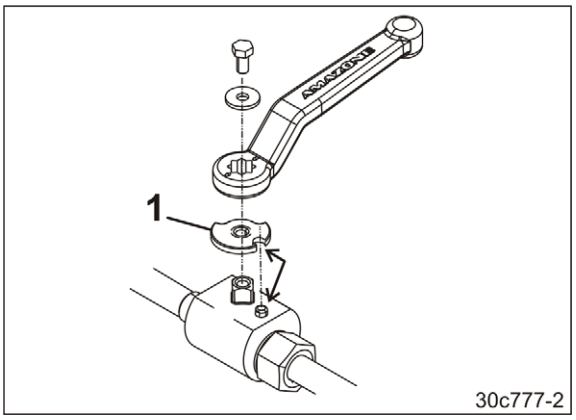

**Fig. 21**
6. Montez la plaque d'arrêt (Fig. 21/1).
Positionnez l'encoche de la plaque d'arrêt (Fig. 21/1) face à l'ergot (voir flèche).